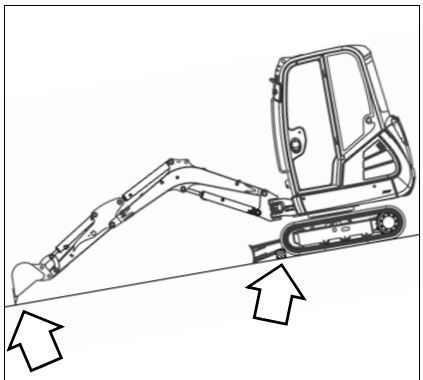

Fig. 126: Parking the machine on slopes
- Secure the tracks accordingly (chocks, blocks, for example) as shown in *Fig. 126*.